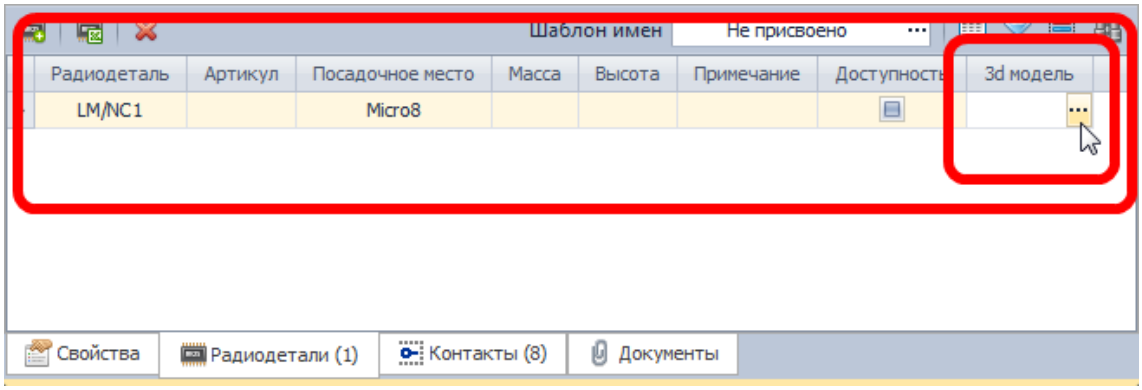

Рис. 307. Атрибут 3d модели в редакторе компонентов
2. В редакторе компонентов, на закладке «Радиодетали», нажать на символ ▪▪▪, расположенный в колонке атрибута, созданного в п. 1, см. Рис. 307.